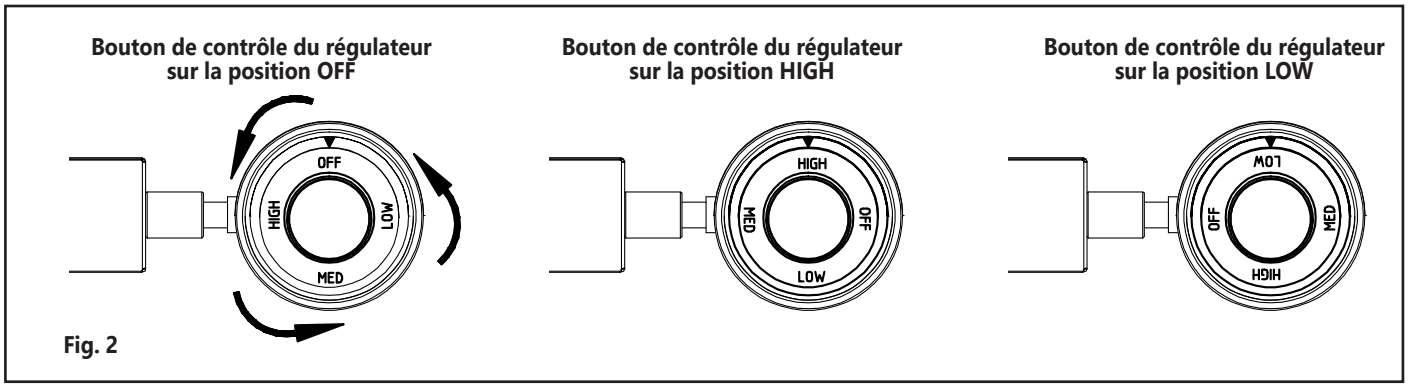

Fig. 2
2. Enfoncez le bouton du régulateur et tournez-le sur 270 degrés (3/4 tour) dans le sens antihoraire jusqu'à la position High (Fig. 2). Notez le repère triangulaire sur le boîtier argent du régulateur.